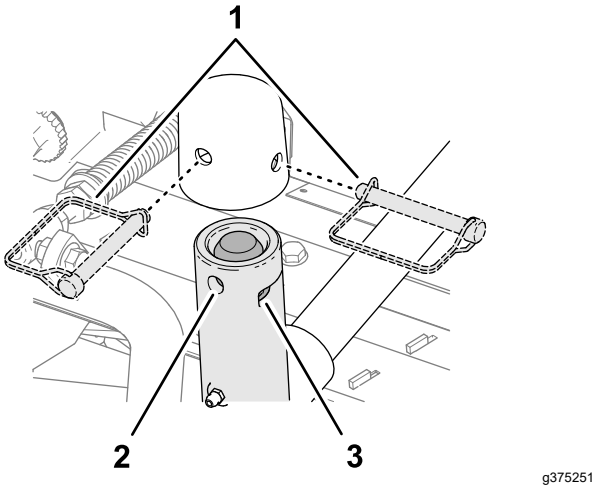

**Figuur 21**
**Het draaipunt van de maai-eenheid vergrendelen om zijdelings op een helling te maaien** - Vergrendel de draaipunten van de maai-eenheid om te voorkomen dat de maai-eenheden naar beneden draaien wanneer u op een helling maait. Gebruik de opening in het juk van het draaipunt (Figuur 21) om de maai-eenheid te vergrendelen. Gebruik de sleuf voor een sturende maai-eenheid.